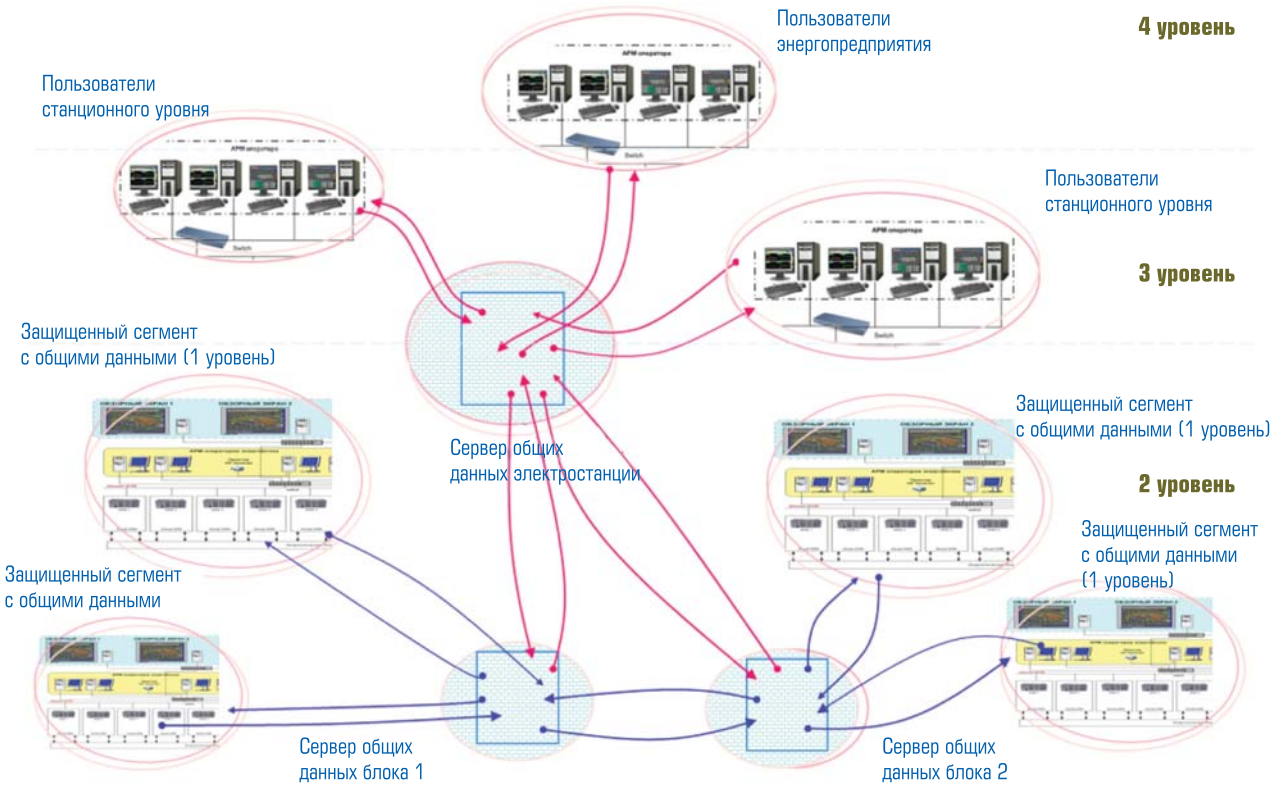

*Рис. 3. Сетевая структура верхних уровней АСУ ТП*
5. Обеспечивается поддержка нескольких серверов, с возможностью одновременного обращения к ним с одного АРМ как на запись, так и на чтение данных. АСУ ТП крупного объекта на ПТК “САРГОН” имеет многоярусную структуру (рис. 3).